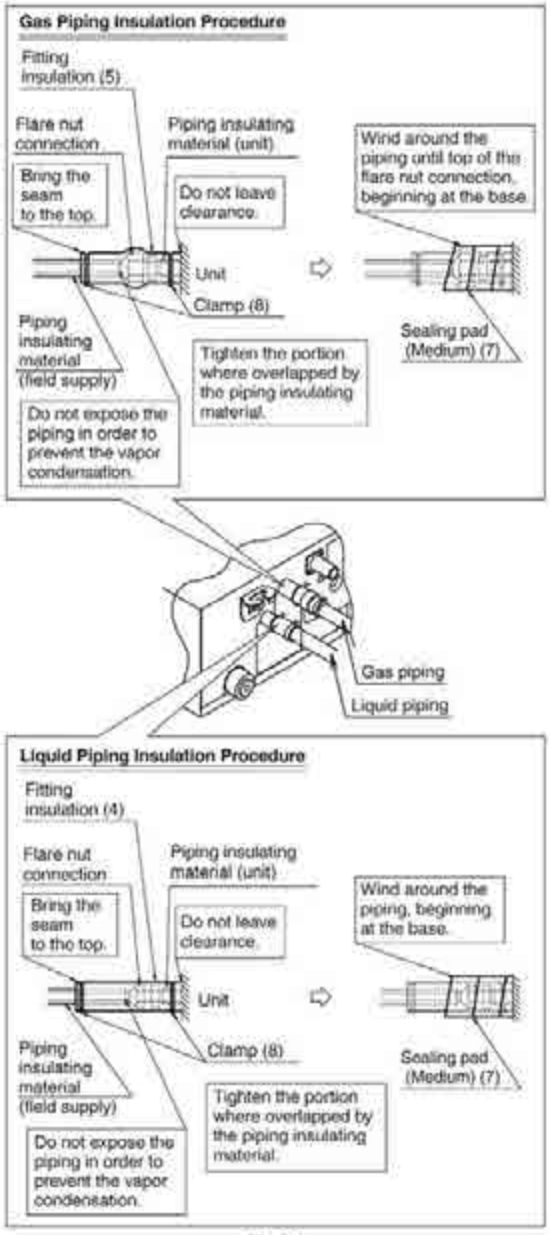

Fig. 11
- After leak test, referring to **Fig. 11**, insulate both the gas and liquid piping connection with the attached fitting insulation (4) and (5) to prevent the pipings from getting exposed.